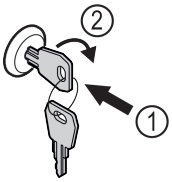

*Fig. 131 Reprezentare exemplificatoare*
▶ Introduceți cheia prin apăsare *Fig. 131 (1)*.
▶ Rotiți cheia cu 90° în sensul acelor de ceasornic *Fig. 131 (2)*.